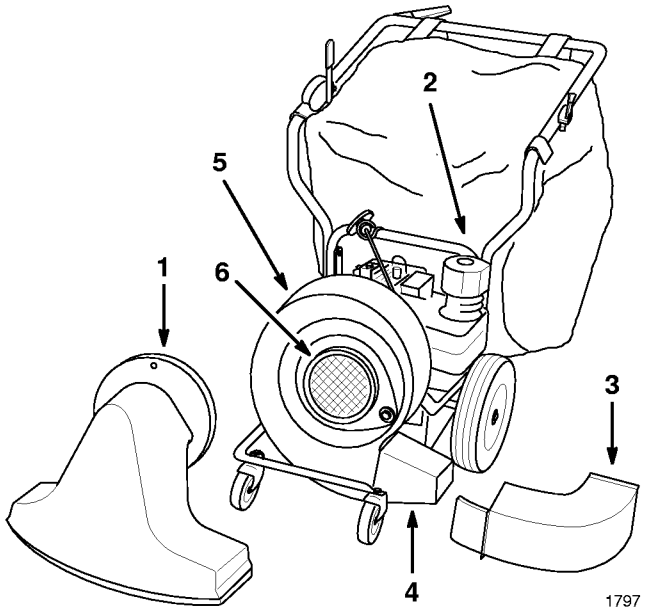

Figure 16
2. Remove locknut, washer, and snout (Fig. 16).
3. Remove bag neck from blower discharge chute (Fig. 16). (The entire bag may be removed if desired.)
4. Remove blower discharge chute (Fig. 16).
5. Install blower exhaust. Secure with chute retaining screw and lockwasher (Fig. 16).
9. Lift blower housing slightly and rotate it 120° clockwise (as you face the blower) (Fig. 16).
12. Install blower intake screen Secure it with washer and locknut removed with snout. (Fig. 16).